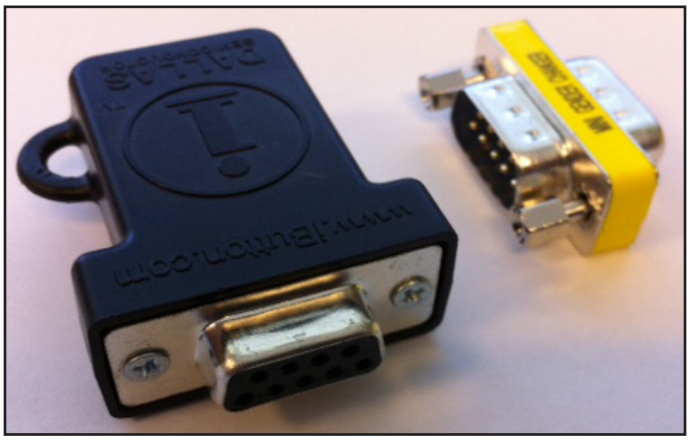

FIGURE 2-8
- Interface Module RS232/485 Dual Module with DB9 Converter or Single Port Module with DB-25 converter (Figure 2-8)